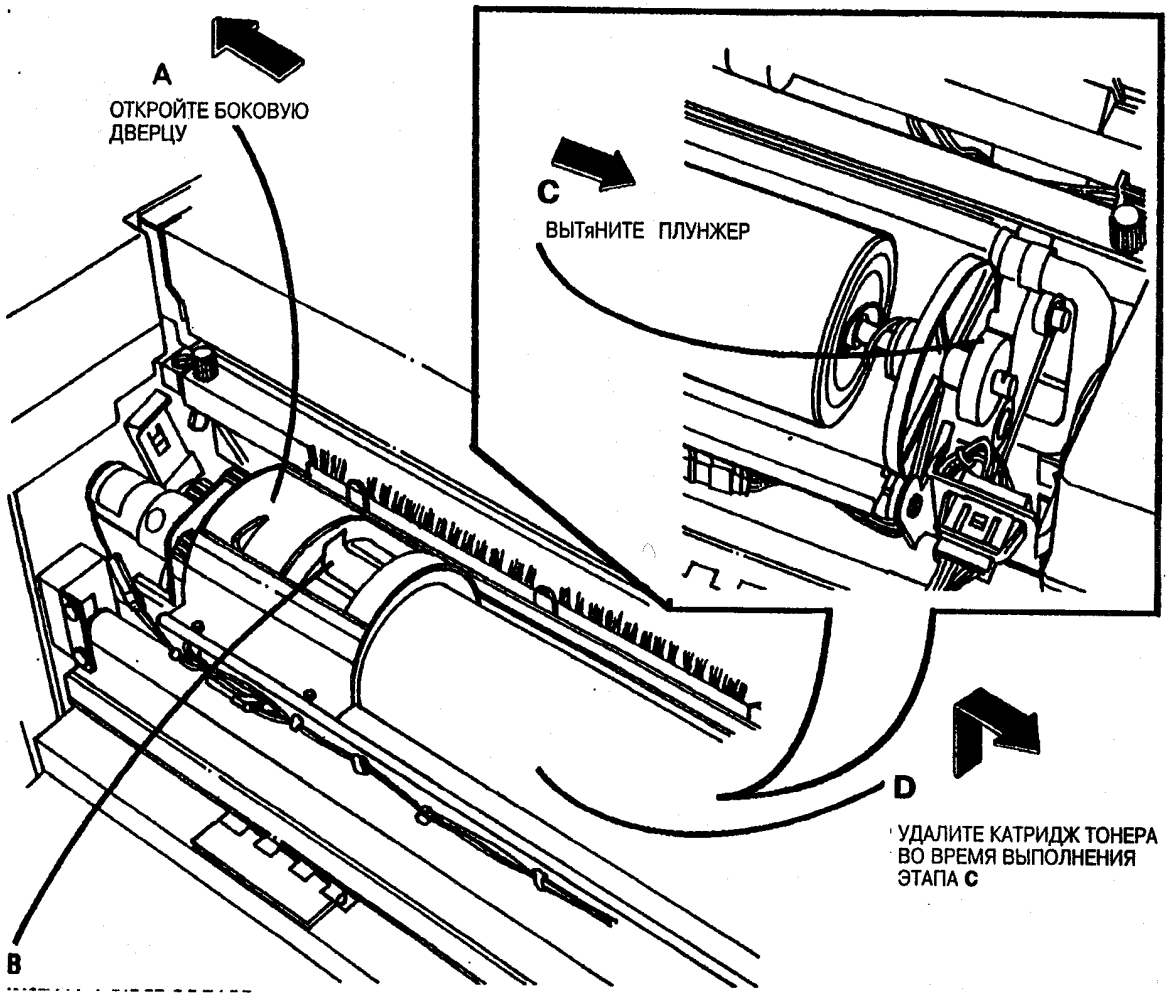

Рис. 5. Удалите катридж тонера.
3. (Рис. 5): Удалите катридж тонера.
19. (Рис. 5): Уберите запорные стержни.